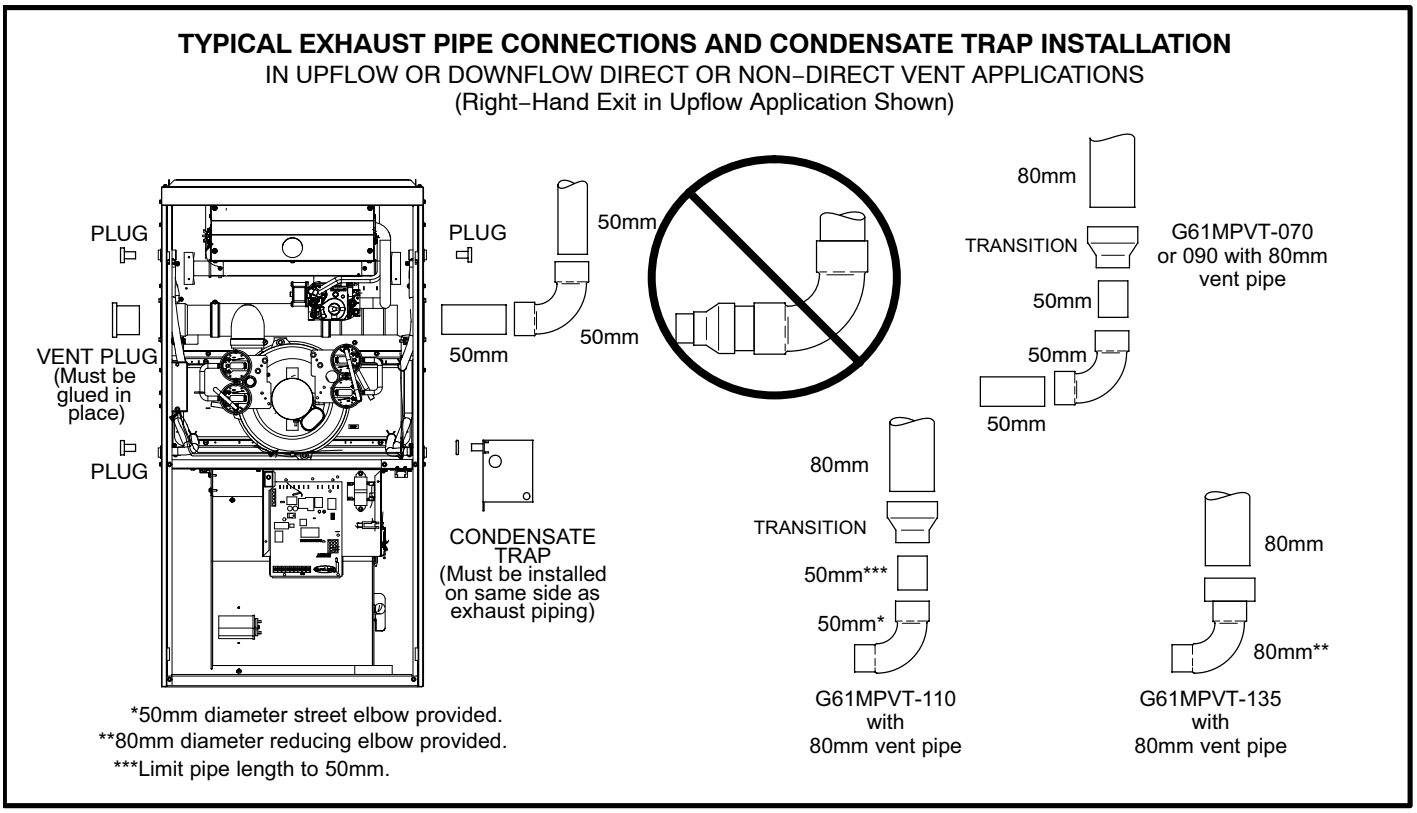

FIGURE 17
Exhaust Piping (Figures 17 and 18)
*NOTE - A 50mm diameter street ell is strapped to the blower deck of 60C-110 units. Street ell **must be** glued directly into the unit flue collar. See figure 17. An 80mm to 50mm (3" to 2") reducing ell is strapped to the blower deck of the 60D-135 units. **In upflow or downflow applications,** the reducing ell **must be** glued directly into the unit flue collar.*